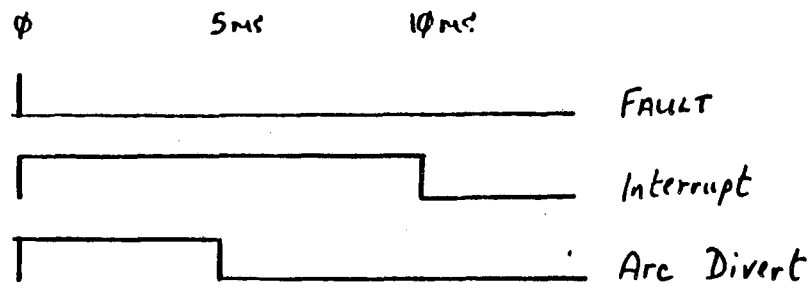

Fig. 2 - Interrupt Timing
The interrupt sequence consists of 2 timers triggered by the fault detector. One timer controls the interrupt duration. It inhibits the "Strobe" for 10-20ms then triggers a 'turn-on' sequence at its end of time. The other timer causes the arc to be 'diverted' (via the arc modulator) for about 5ms to keep the fault from triggering an anode spot. Both of these timers must turn on within 5 micro-seconds of the trigger. Fig.2 illustrates the interrupt sequence.
For example, on the OPERATIONS display (Fig. 2) RECYCLE (shot repetition time) is normally set to about 90 seconds. The normal full scale time base of this display is 10 divisions times 100m(S) per division or 1 sec. If you select RECYCLE to adjust, you will have to spin the TRAILING EDGE control knob a lot to get RECYCLE to change very much. To get the proper "gain" between the TRAILING EDGE KNOB and RECYCLE, you need to get the edges of RECYCLE visible in the graphic display area. To do this, turn on the DISPLAY function and repeatedly touch the screen on the right edge of the graphic display area until the trailing edge of RECYCLE becomes visible. Now spin the TRAILING EDGE control knob and you will see a much higher "gain" between the control